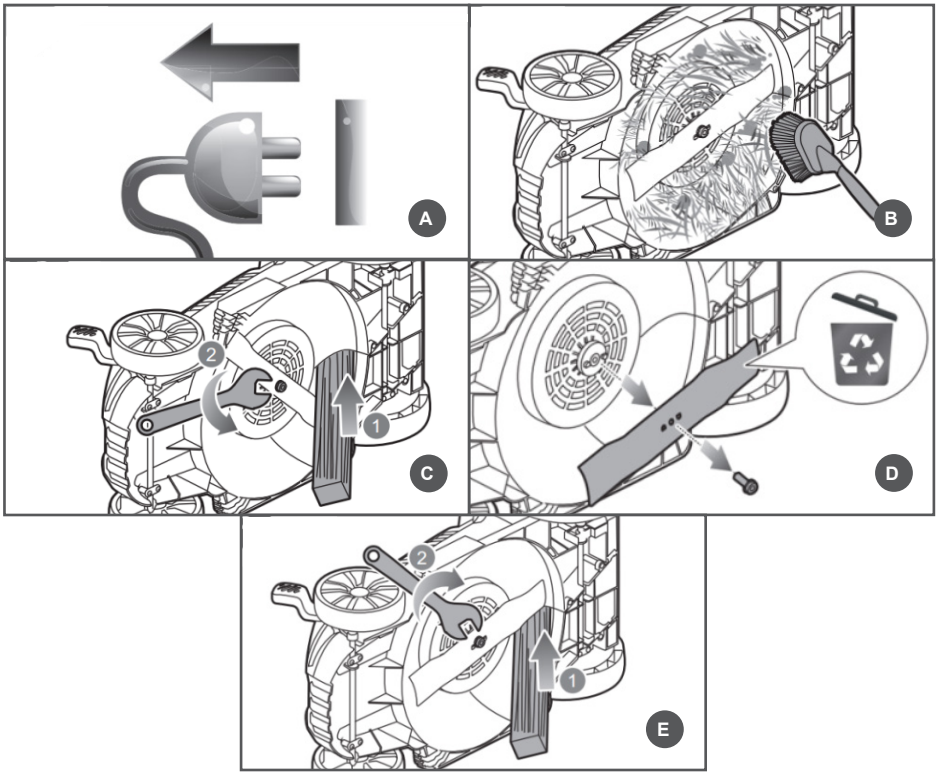

Рис. 15 Замена ножа
2. Возьмите одной рукой нож и крепко держите, или установите деревянный брусок 1 и зафиксируйте нож от проворачивания (Рис. 15).
3. Установите гаечный ключ 2 (в комплектность не входит) и открутите против часовой стрелки болт крепления ножа (Рис. 15).
5. Установите новый нож на адаптер 2 (Рис. 15) так, чтобы:
рачивания (Рис. 15).